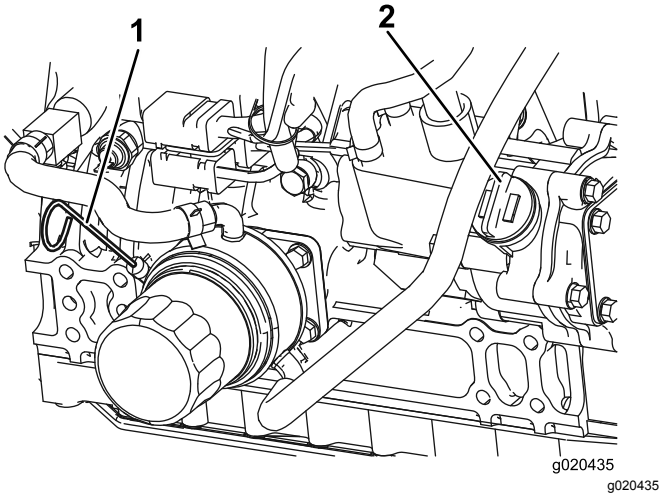

Rysunek 53
Informacja: Poziom oleju powinien znajdować się w bezpiecznym zakresie (Rysunek 53).
4. Jeżeli olej znajduje się poniżej bezpiecznego zakresu, otwórz korek wlewu (Rysunek 53) i dolać oleju, aby sięgał znaku „full”. **Nie wolno przepełniać zbiornika**.